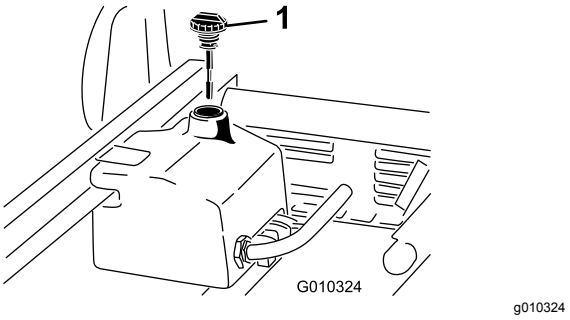

Figur 65
4. Rengjør rundt påfyllingshalsen og lokket på tanken for hydraulisk olje (Figur 65).
6. Fjern peilestaven (Figur 65) fra påfyllingshalsen, og tørk av den med en ren fille.